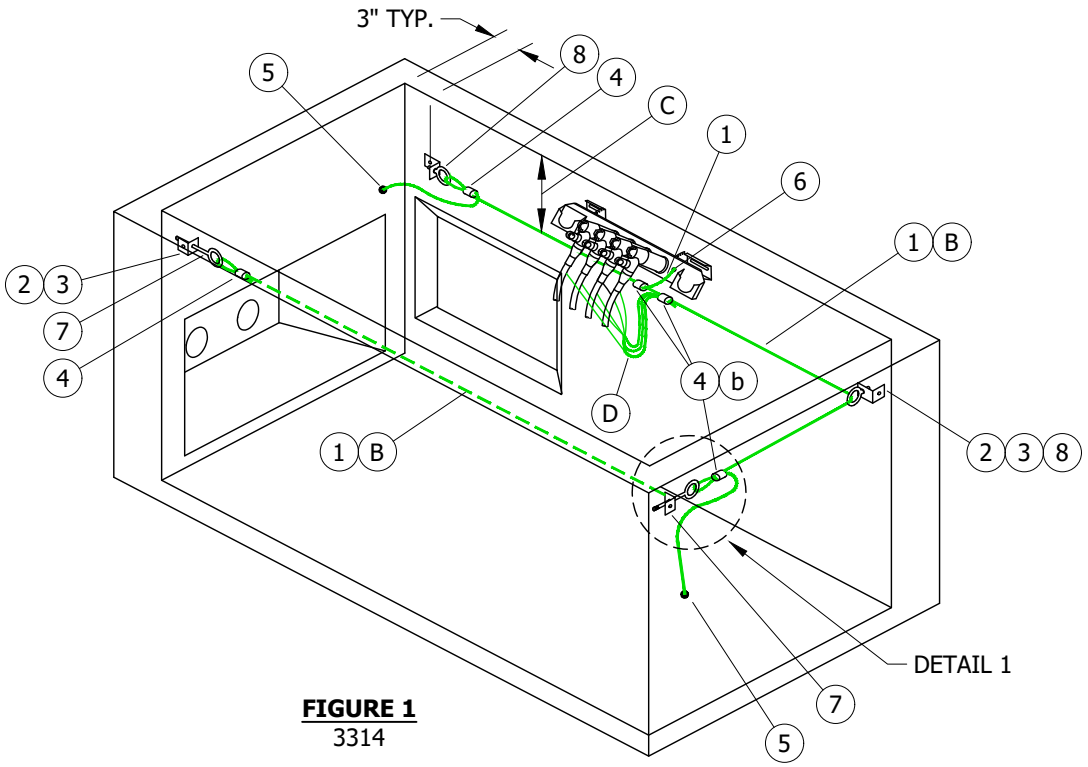

FIGURE 1
A. INSTALL HANDHOLE GROUND AS SHOWN IN FIGURE 1.
(B) WHEN EQUIPMENT ON OPPOSITE WALL REQUIRES GROUNDING, INSTALL ONE CONTINUOUS WIRE AROUND THE HANDHOLE AND CONNECT THE GROUND WIRE AS SHOWN IN FIGURE 1, OTHERWISE ONLY INSTALL THE GROUND WIRE SHOWN AS A SOLID LINE IN FIGURE 1.